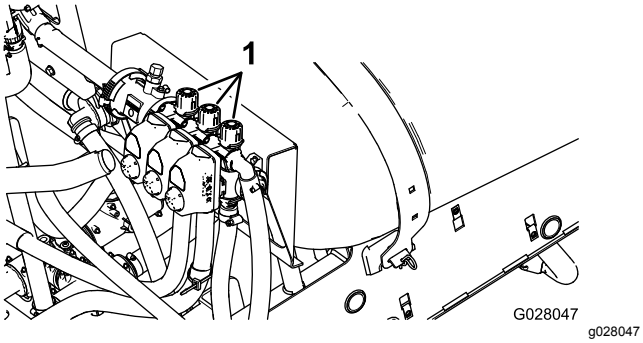

Figuur 87
10. Schakel de linkerspuitboom uit en stel de omloopklep van de spuitboom (Figuur 87) zodanig in dat de drukmeter de eerder
12. Stel de omloopklep van de rechterspuitboom (Figuur 87) zodanig in dat de drukmeter de eerder gewijzigde waarde aangeeft (doorgaans 2,75 bar).
14. Stel de omloopklep van de middelste spuitboom (Figuur 87) zodanig in dat de drukmeter de eerder gewijzigde waarde aangeeft (doorgaans 2,75 bar).